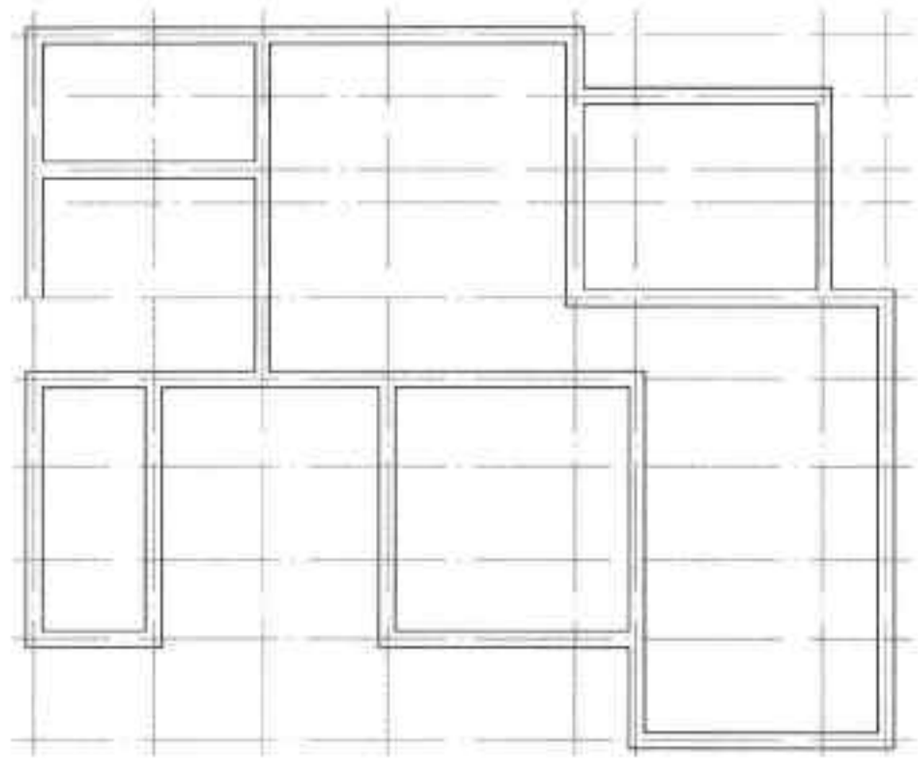

图16-52 绘制240墙体线
Step 06 继续捕捉轴线端点，直到结束，按两次回车键，完成 240 墙体线的绘制操作，如图 16-52 所示。